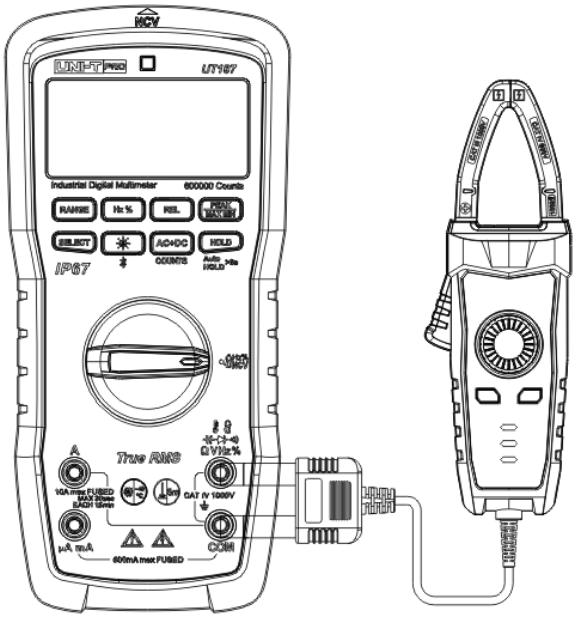

Figura 13
10. Medición de sonda de corriente (ACA/DCA) （Figura 13）